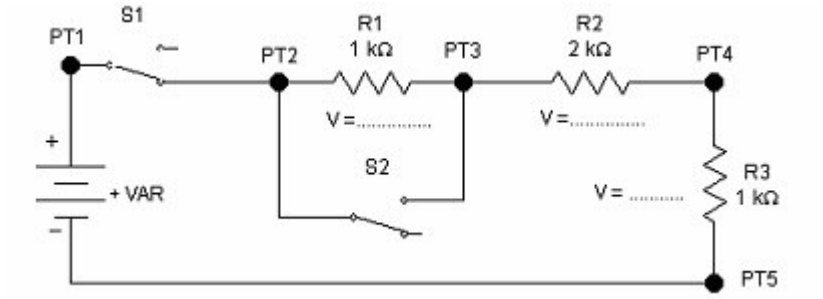

Figura 1.2 – Circuito equivalente com a chave S_1 fechada
10. Transferir os valores lidos de tensão para a figura 1.2